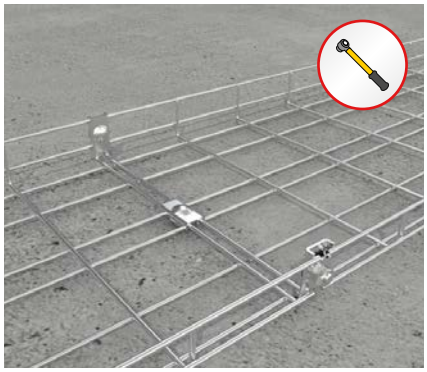

Abb. 3: Kabelverletzungsgefahr
6. In dem Bereich, in dem Kabel und Leitungen verlegt werden, sind Gewindeenden zu vermeiden (siehe Abb. 3). Kabelverletzungsgefahr!